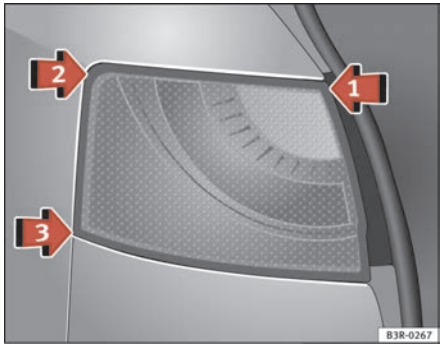
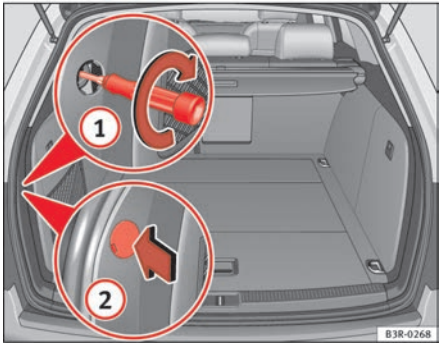

Fig. 224 Fitting the rear light unit
Fig. 225 Luggage compartment: Location of the bolt securing the rear light unit
– First place the rear light unit in ⇒ fig. 224 arrow (1) in the housing.
– Gently press the rear light unit against the housing, first in position (2) and then in position (3), until that the clips engage firmly in the rubber mountings.
– Apply gentle pressure to the front side of the rear light unit and secure using the screwdriver, from the luggage compartment ⇒ fig. 225 (1).
– Fit the cover back onto the screw, with the notch pointing to the rear (2).